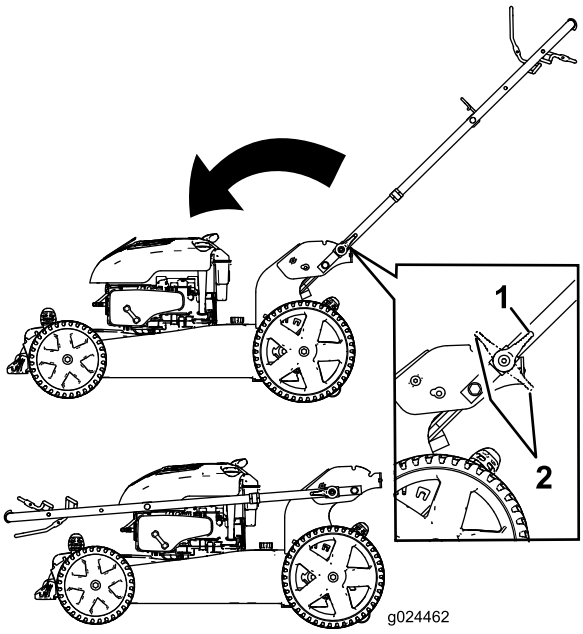

Figur 18
3. Koppla ur handtagslåsen (Figur 18).
4. Fäll handtaget så långt framåt som möjligt (Figur 18).